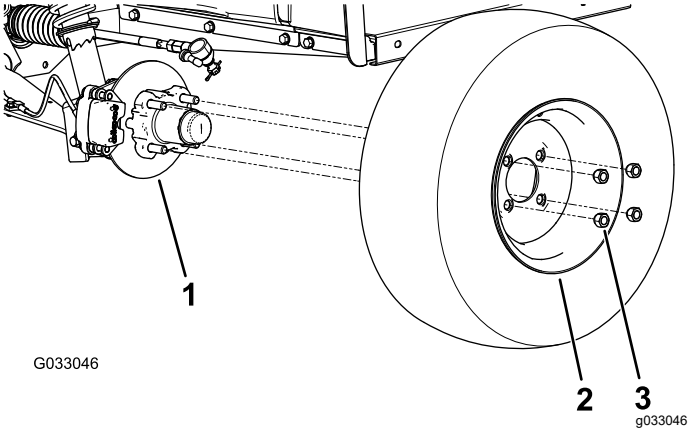

Figur 23
2. Fjern de 4 låsemøtrikker, der fastgør hjulet på navet (Figur 23).
4. Ret hullerne i hjulet ind efter hjultapperne i navet, og monter hjulet på navet med ventilspindlen siddende udvendigt (Figur 23).
5. Fastgør hjulet til navet ved hjælp af låsemøtrikkerne (Figur 23).